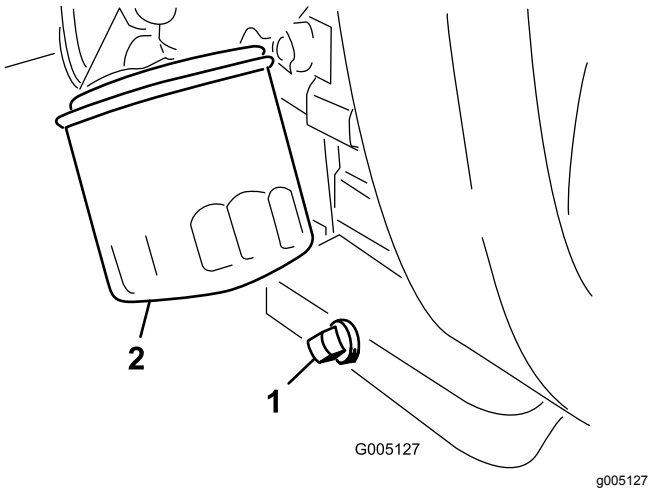

Figur 31
1. Fjern tappepluggen (Figur 31) og la oljen renne ut i en beholder.
2. Rengjør gjengene på tappepluggen, påfør PTFE-forseglingsmiddel og monter tappepluggen (Figur 31).
3. Ta av oljefilteret (Figur 31).